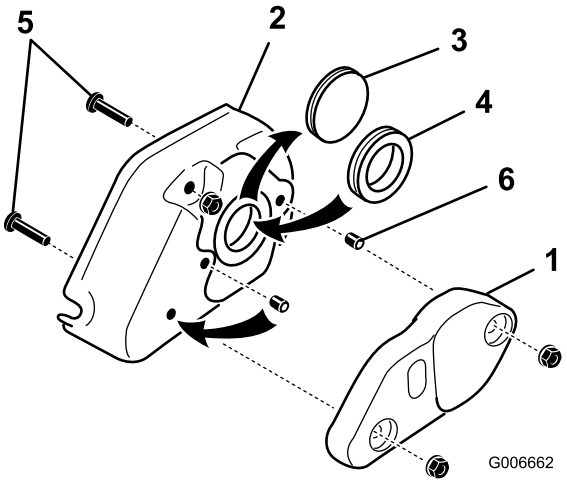

Figur 28
31. Ta bort de två flänsmuttrarna på 5/16 tum som fäster trimsatsvikten vid trimsatskåpan och ta bort vikten (Figur 28).
6. Ställskruv (2)
32. Ta bort den solida hylsan från kåpan och ersätt den med gummihylsringen (Figur 28).
33. Ta bort de två 5/16 x 1 1/4-tums skruvar som sitter gängade i kåpan (Figur 28).
34. Ta bort ställskruven från mittenhålet i trimsatskåpan (Figur 28). Montera denna ställskruv och den ställskruv som ingår i satsen i de hål som tidigare användes till kåpans monteringsskruvar. Stryk på Loctite på ställskruvarna före monteringen. Kontrollera att ställskruvarna är i linje med kåpan.